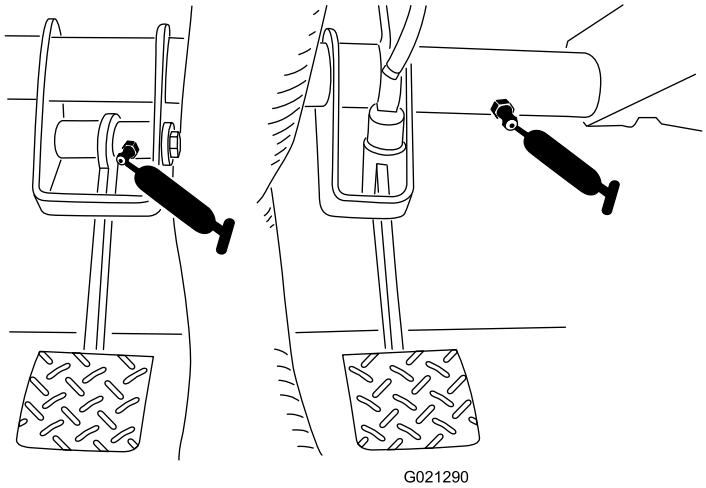

Figuur 38
- Koppeling (1) en rem (1) (Figuur 38)